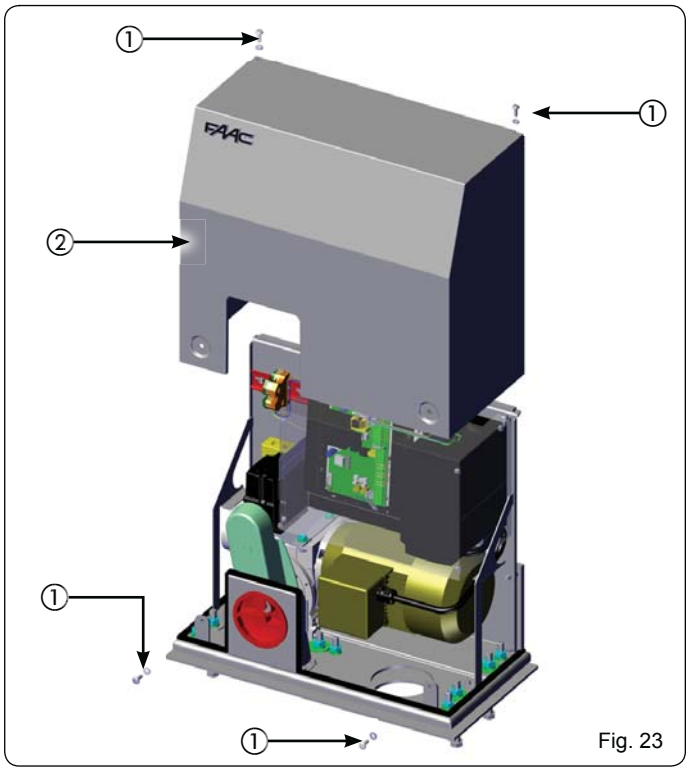

Fig. 23
Monter le carter de protection (Fig. 23 réf. ②) et le fixer avec les quatre vis prévues à cet effet (Fig. 23. réf. ①).